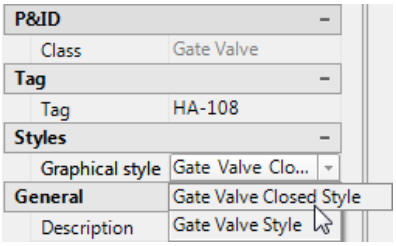
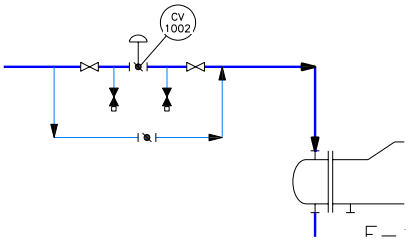

Figure 2-67 *Selecting the **Gate Valve Closed Style** option from the **Graphical style** drop-down list*
Figure 2-68 *The graphical style of gate valves changed to the closed type*
16. Select the **Gate Valve Closed Style** option from the **Graphical style** drop-down list of the **Styles** area, refer to Figure 2-67; the gate valve is closed, as shown in Figure 2-68.